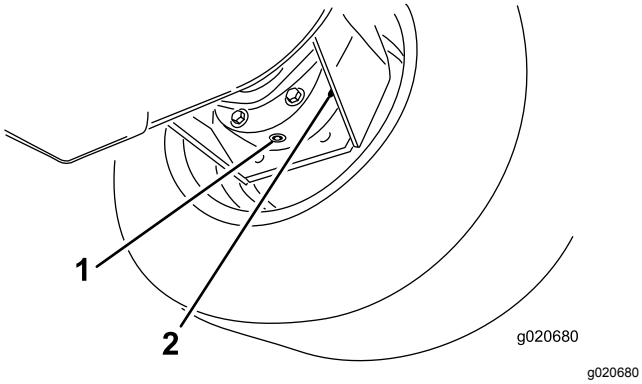

Figuur 93
3. Plaats een opvangbak onder de remkast, verwijder de aftapplug en laat de olie in de bak lopen (Figuur 93).